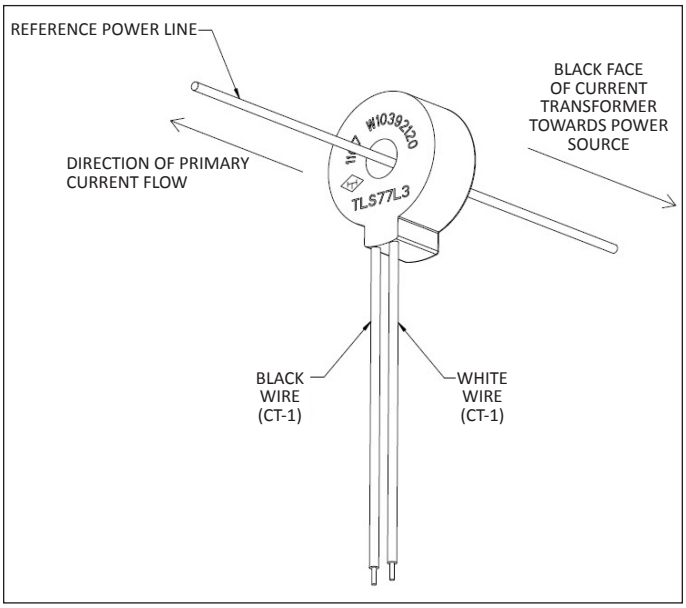

Figure 3 - Current Transformer
Current Transformer (CT) (See figure 3 at right)